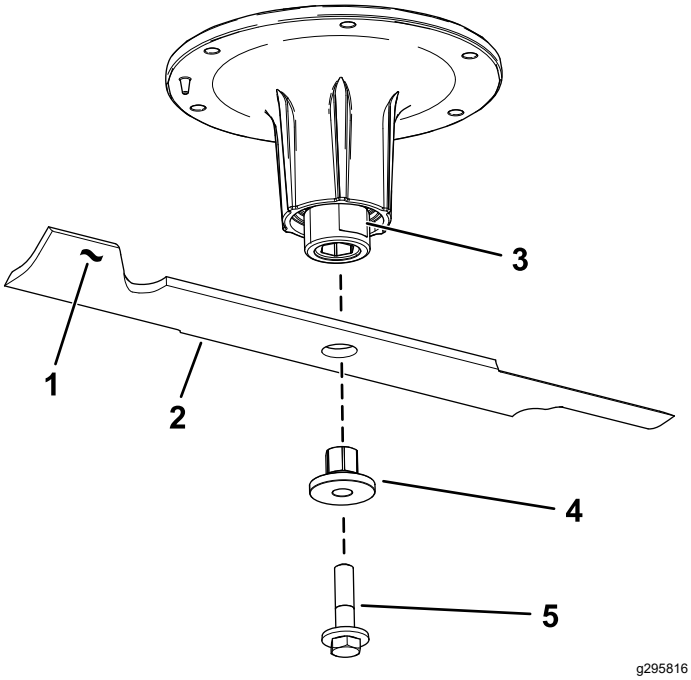

Figuur 105
2. Verwijder de mesbout, de lagerbus en het mes van de spilas (Figuur 105).